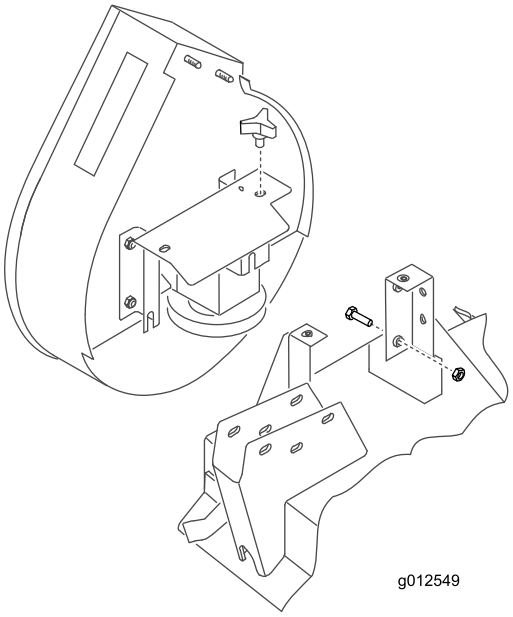

**Figur 21**
2. Skub blæseren på monteringsbeslagets justeringstapper (Figur 21), mens du fører remmen omkring blæserremskiven.